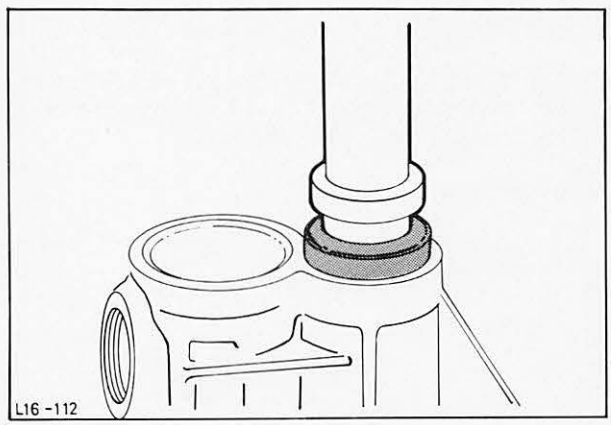

Abb. 135 Radialdichtring mit Spezialwerkzeug 16-016 eintreiben (B-Getriebe)
5. Neuen Dichtring mit Spezialwerkzeug 16-016 in die Getriebeverlängerung eintreiben, Abb. 135.